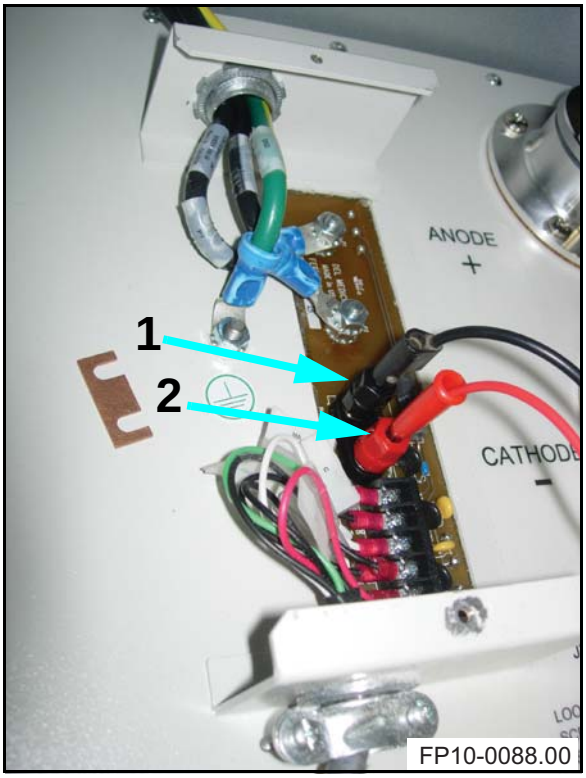

Figure 5-5. mAs-meter connected to the feedback board.
e. Connect the mAs-meter. Black wire to black plug (1 in Figure 5-5) and red wire to red plug (2).